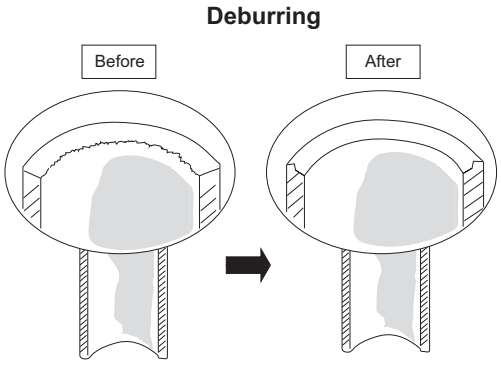

Fig. 2-311
(1) Cut the copper tube to the required length with a tube cutter. It is recommended to cut approx. 30 – 50 cm longer than the tubing length you estimate.
(2) Remove burrs at each end of the copper tubing with a tube reamer or file. This process is important and should be done carefully to make a good flare. Be sure to keep any contaminants (moisture, dirt, metal filings, etc.) from entering the tubing. (Figs. 2-311 and 2-312)